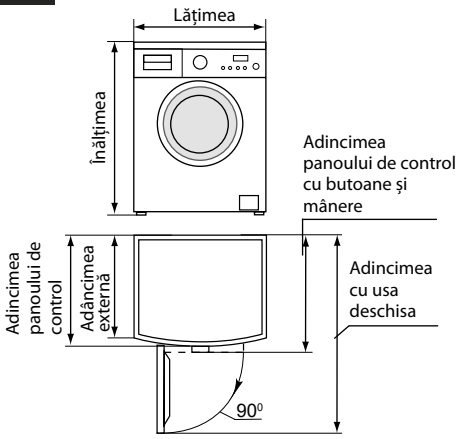

Figura 2
1.3 Părţile maşini şi componente de bază sunt prezentate în Figura 1, dimensiunile de gabarit — în Figura 2.